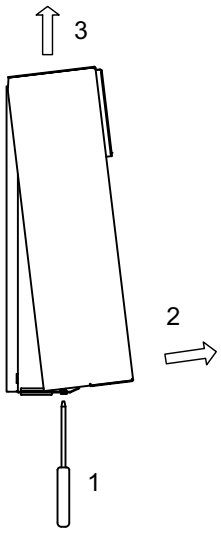

Fig. 3.2:Ouvrir le cache
- Ouvrir le cache du régulateur (Fig. 3.2 - page 4)